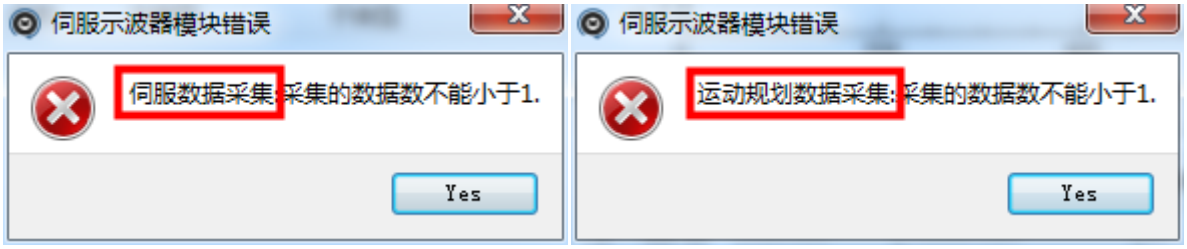

图 4-10 示波器数据采集参数设置错误-“伺服采集”与“运动规划采集”
① 当两个页面中(“伺服数据采集”和“运动规划数据采集”页面)其中一个页面的数据采集设置参数，参数设置错误时，即会报错并不会进行数据采集操作。用户可以通过错误提示框中的内容，判断错误发生的位置。如图 4-10 所示，报警信息会提示